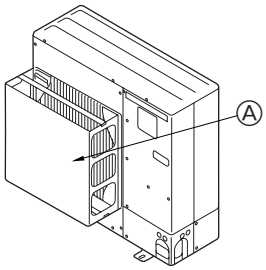

Fig. 2-4
② Installeer een optionele luchtgeleider als het apparaat wordt geïnstalleerd op een plaats waar krachtige windstoten bij storm etc. rechtstreeks de luchtuitlaat kunnen binnendringen. (Fig. 2-4)